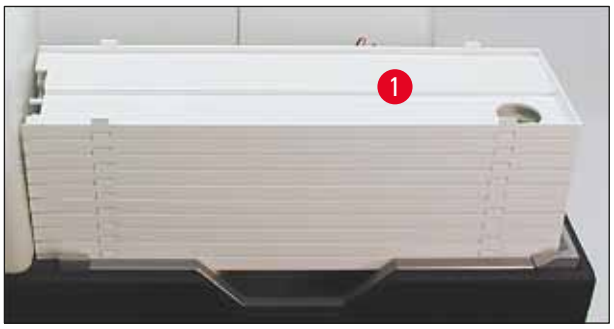

Fig. 42
1. Coloque una pila de tabletas (→ "Fig. 42-1") sobre la mesa elevadora de la estación de descarga (→ "Fig. 42").